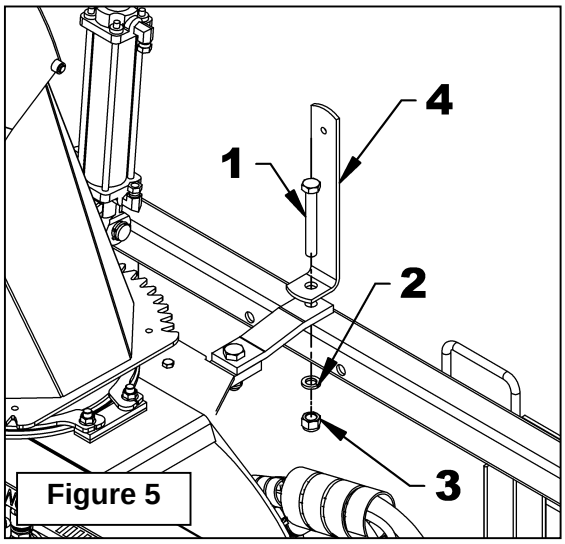

Figure 5
6. **Figure 5:** Fixer le support de boyau (item 4) sur l'attache universelle à l'aide d'un boulon 5/8" NC, d'une rondelle de blocage et d'un écrou (items 1-2-3, non fournis).